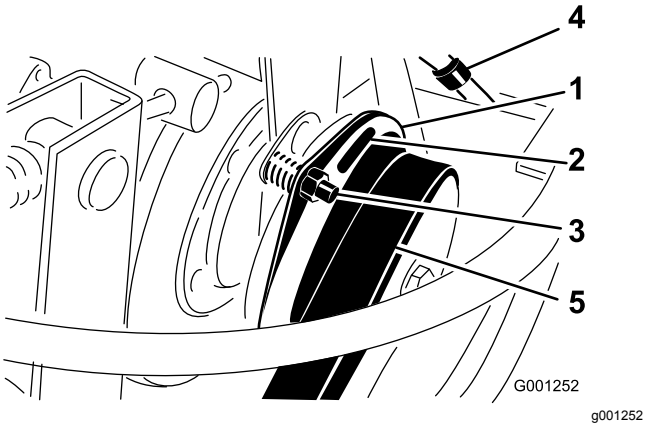

Figur 76
3. Juster mellemrummet, så en søgelære på 0,38 mm kan glide ind mellem koblingsbelægningen og friktionspladen med et let tryk (Figur 76).
Bemærk: Mellemrummet kan reduceres ved at dreje justermøtrikken med uret (Figur 76). Det maksimale mellemrum er 0,76 mm. Juster alle tre mellemrum.